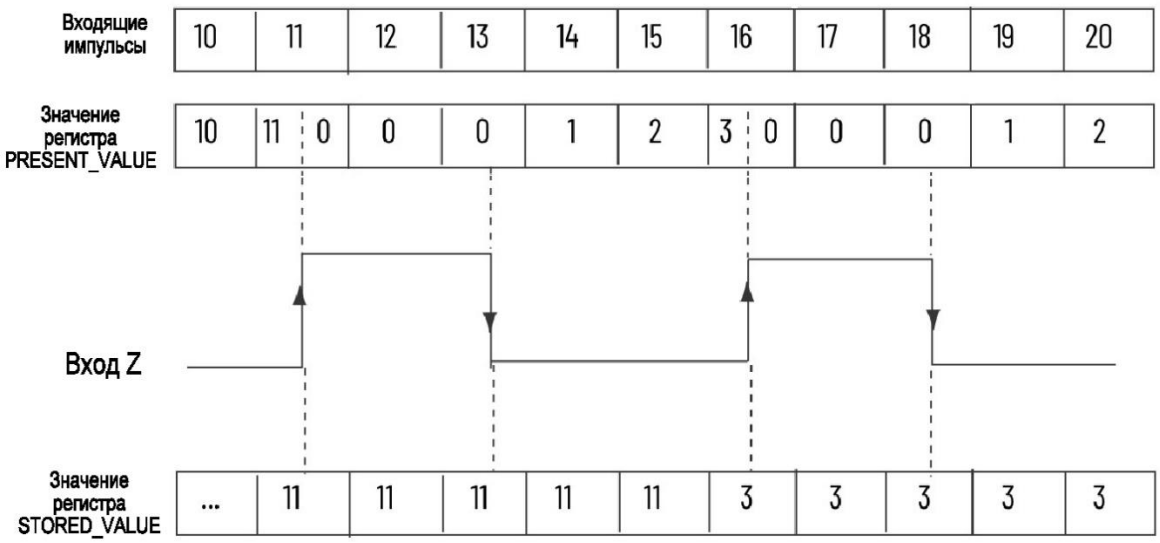

Рисунок 1.9 – Работа регистров в режиме S[3]
– считывает текущее значение счетчика (см. рисунок 1.9), записывает его в регистр STORED_VALUE по переднему фронту канала Z, также сбрасывается значение текущего счета в регистре PRESENT_VALUE;